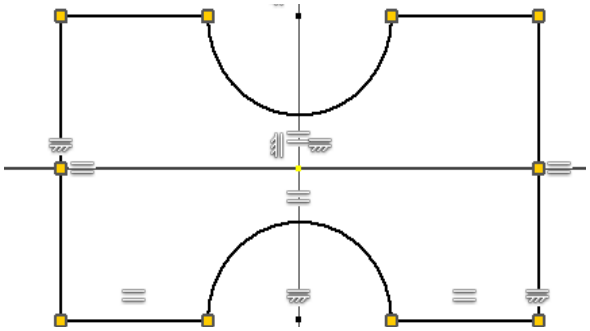

***Figure 18-29*** *Sketch after adding required constraints*
1. Draw the sketch for the model by using the sketching tools. Add required constraints to it. The sketch after adding the constraints is shown in Figure 18-29.